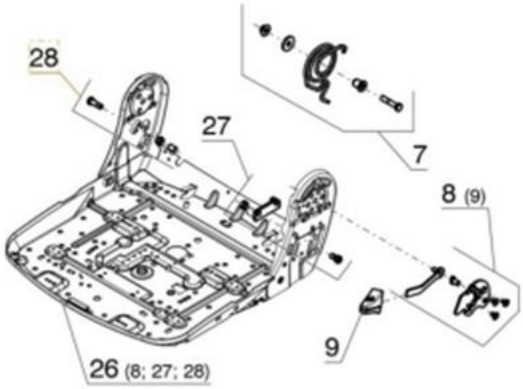
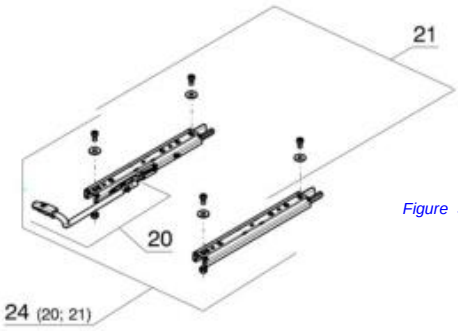

Figure 5.5.1
Figure 5.5.3
- Only spare parts assemblies containing the corresponding single parts supplied are positioned *(see Figure 5.5.1).*
- If an assembly contains another assembly that cannot be displayed according to *Figure 5.5.1,* but is placed at a different position, the connection is displayed with clamp positions *(see Figure 5.5.3)*.